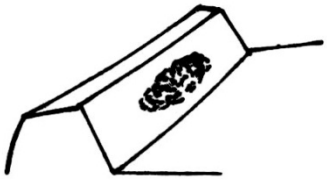

**Рис.8 Відбиток зачеплення конічних передач.**
5. Регулювання передньої осі. Умова зачеплення передньої провідної осі дуже сильно впливає на ефективність приводу і рівень шуму, тому необхідно приділяти особливу увагу під час регулювання передач під час складання. Конструкція передньої осі показана на Рис. 9. Існує 3 пари конічних передач за умов зачеплення від переднього центру провідної конічної шестерні до передньої провідної осі. Зазор у зубчастому зачепленні та відбиток у зоні зачеплення (відбиток повинен бути посеред усієї зубчастої грані, а також невелике відхилення на малому кінці зуба, наприклад, дотик короткого пальця, рис. 8) кожної пари передачі повинні регулюватися з великою обережністю.